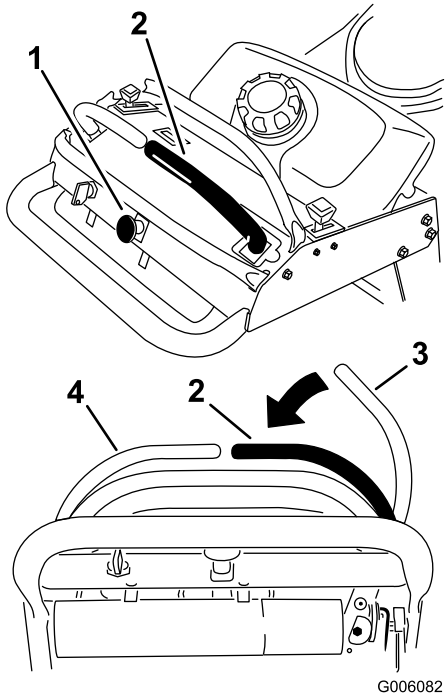

**Figure 9**
1. Pour engager les lames du tablier de coupe, placez le levier de commande de déplacement droit au centre, en position déverrouillée (Figure 9).